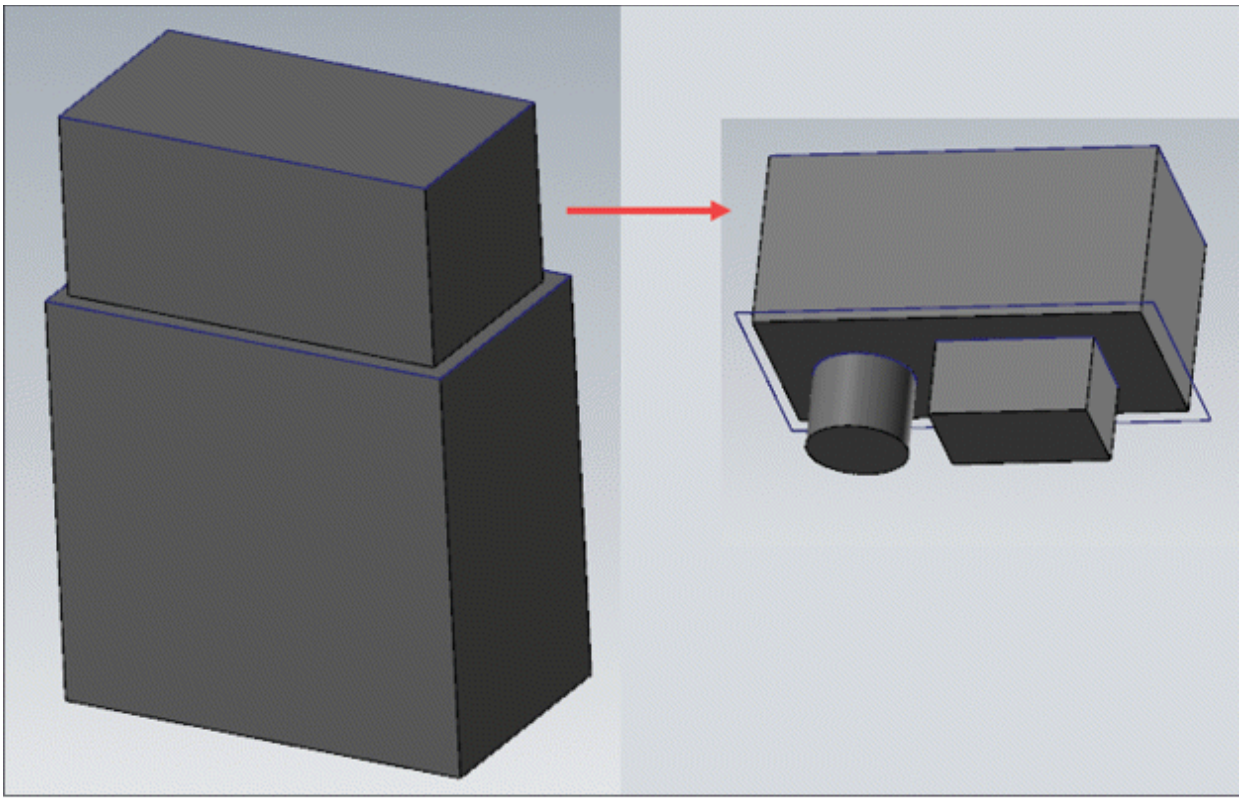

Figure-35. Negative impression of solid created
- Select the base body and delete/hide it. The negative impression body will be displayed; refer to Figure-35.